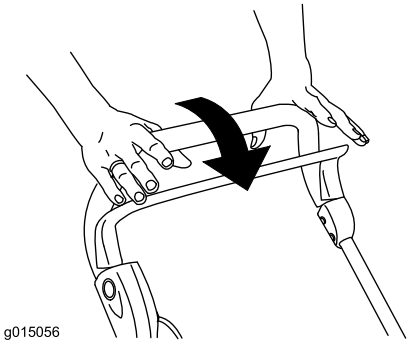

Figuur 12
1. Zet de bedieningsstang vrij (Figuur 12).